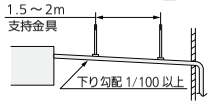

図15
- 下り勾配は（排水側を下に）1/100以上とってください。（図15）